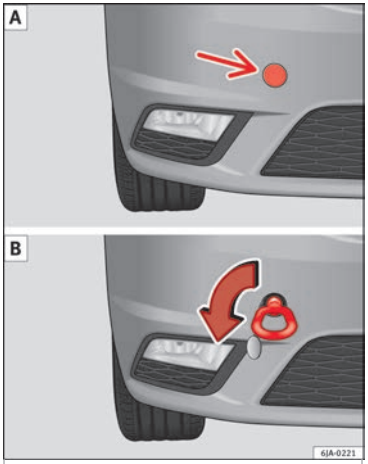

Fig. 131 Front bumper: towline anchorage cover/fitting.
– Press on the left of the cover as indicated by the arrow **»» Fig. 131** A.
– Screw in the towline anchorage anti-clockwise by hand as far as it will go **»» Fig. 131** B.